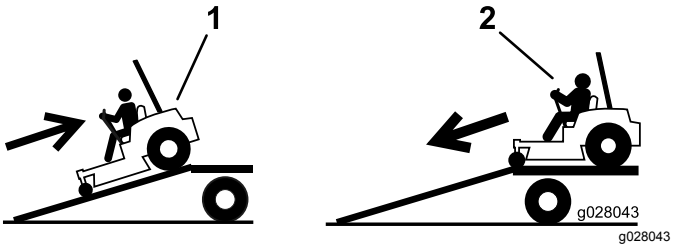

Figur 45
4. Backa maskinen uppför ramper (Figur 45).
2. Kör maskinen framåt nedför ramper (Figur 45).